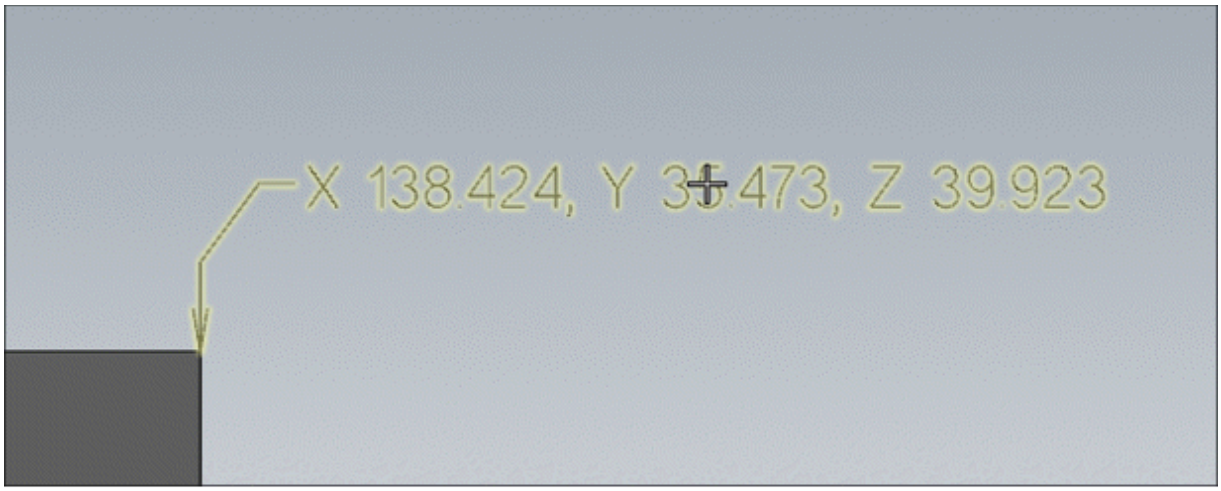

Figure-12. Point dimension created
- Click at desired point of the model. The dimension will get attached to cursor; refer to Figure-12.